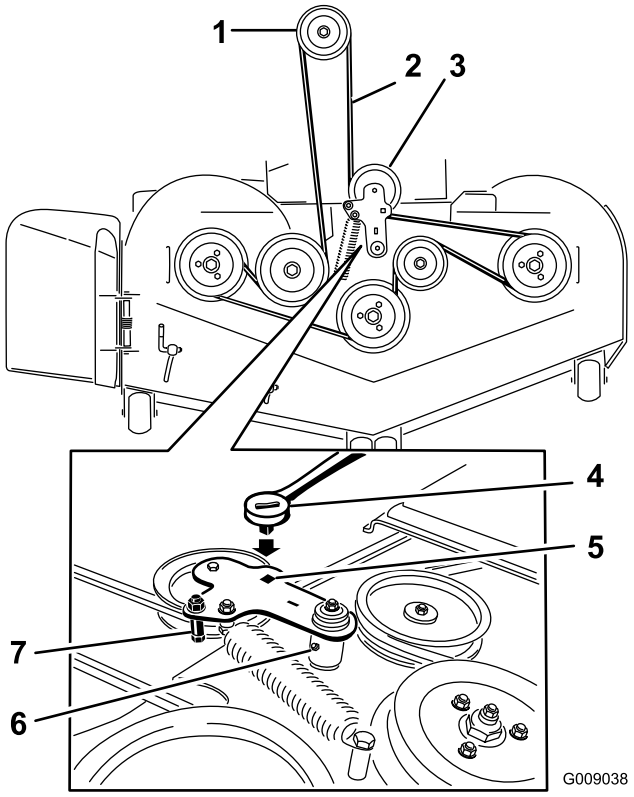

Figuur 95
6. Hef het vloerdeel op en steek een momentsleutel in de vierkante opening in de spanpoelie (Figuur 95).
7. Draai de spanpoelie van het maaidek rechtsom en verwijder de aandrijfriem van het maaidek (Figuur 95).